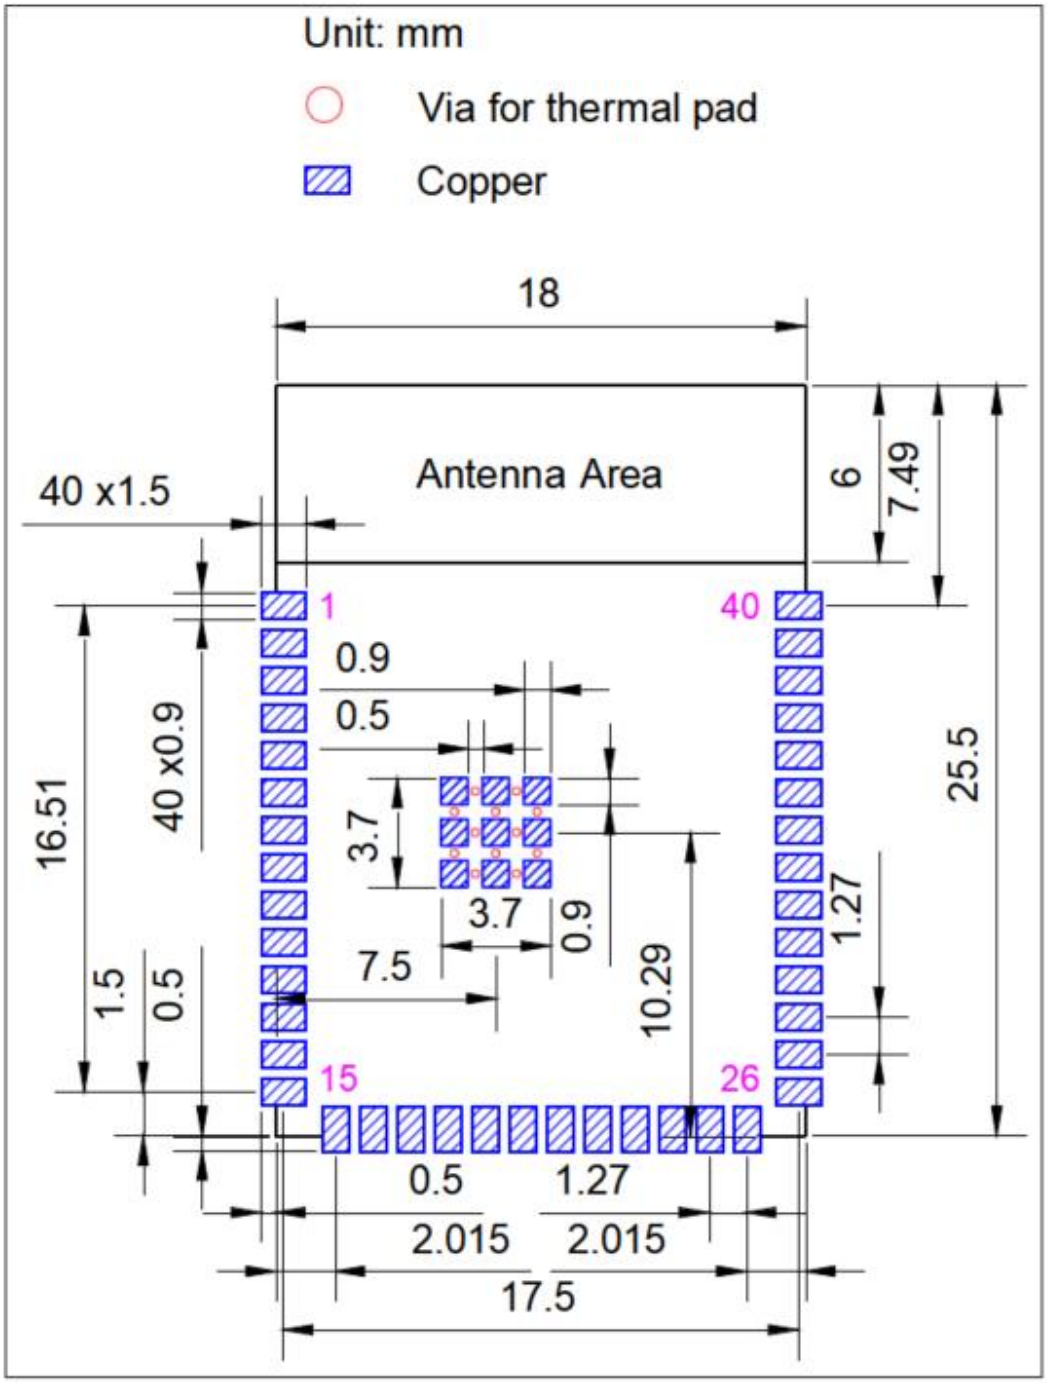

Figure 11: GEE811 Recommended PCB Land Pattern
- Figures for recommended PCB land patterns with all the dimensions needed for PCB design. See Figure 11 *GEE811 Recommended PCB Land Pattern*.